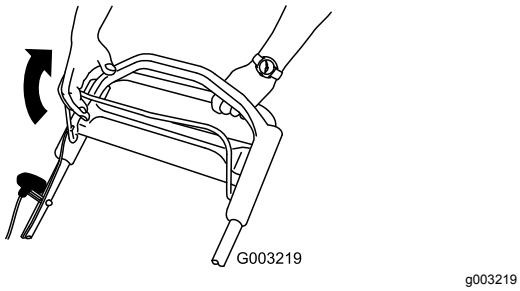

Figur 15
1. Dra knivstyrstången mot handtaget (Figur 15).